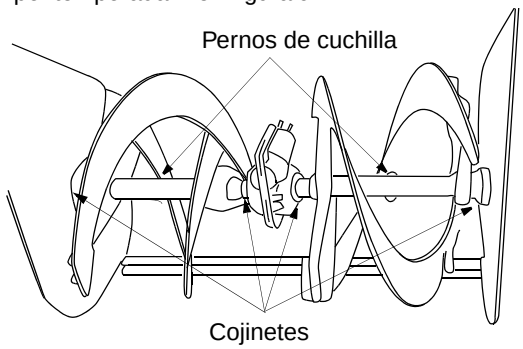

Figura 9
- **Eje de la barrena:** Al menos una vez por temporada, quite los pernos de cuchilla del eje de la barrena. Lubrique el interior del eje y de los cojinetes de la barrena con aceite o con lubricante para rociar por lo menos una vez por temporada. Ver Figura 9.
Las barrenas están ajustadas al eje espiral con dos pernos de cuchilla y tuercas hexagonales de seguridad. Ver Figura 9. Si golpea un objeto extraño o una barra de hielo, la máquina quitanieve está diseñada de manera que los pernos se cortan.